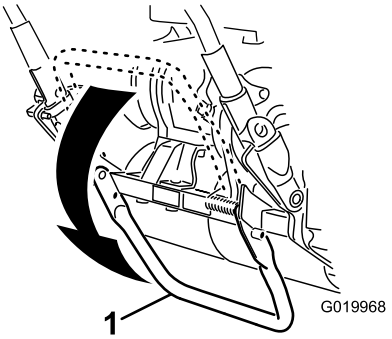

Figur 9
1. Tryck ned stödet med foten **mitt på stödet** och dra upp maskinens handtag tills stödet har vridits framåt, över mitten (Figur 9).